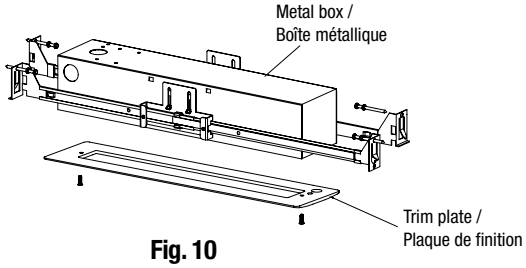

Fig. 10
2. Unscrew and remove the trim plate from the metal box (see Fig.10).
2. Dévissez et retirez la plaque d'habillage du boîtier métallique (voir fig. 10).